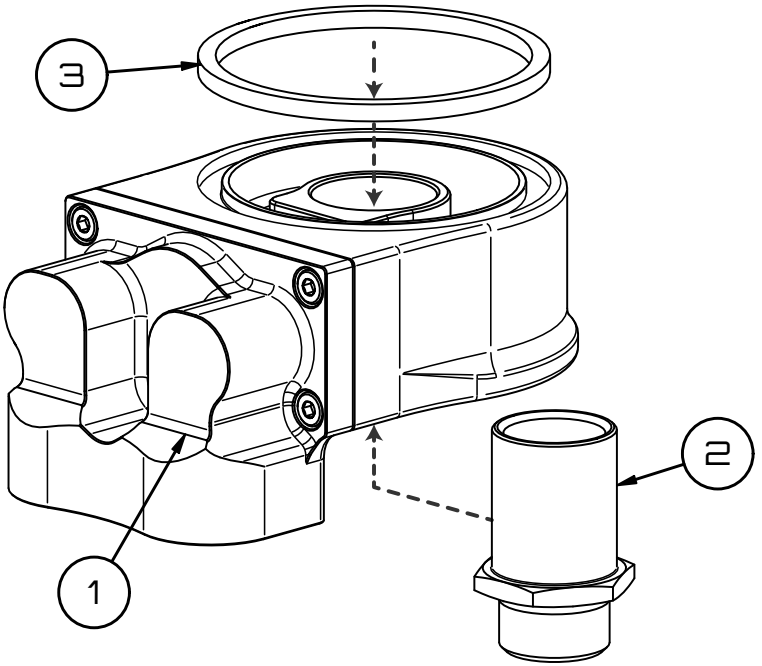

Figure 1 - ENV-135 Schematic
1. Ensure that the O-ring is properly seated in the top of ENV-135 as shown in Figure 1.